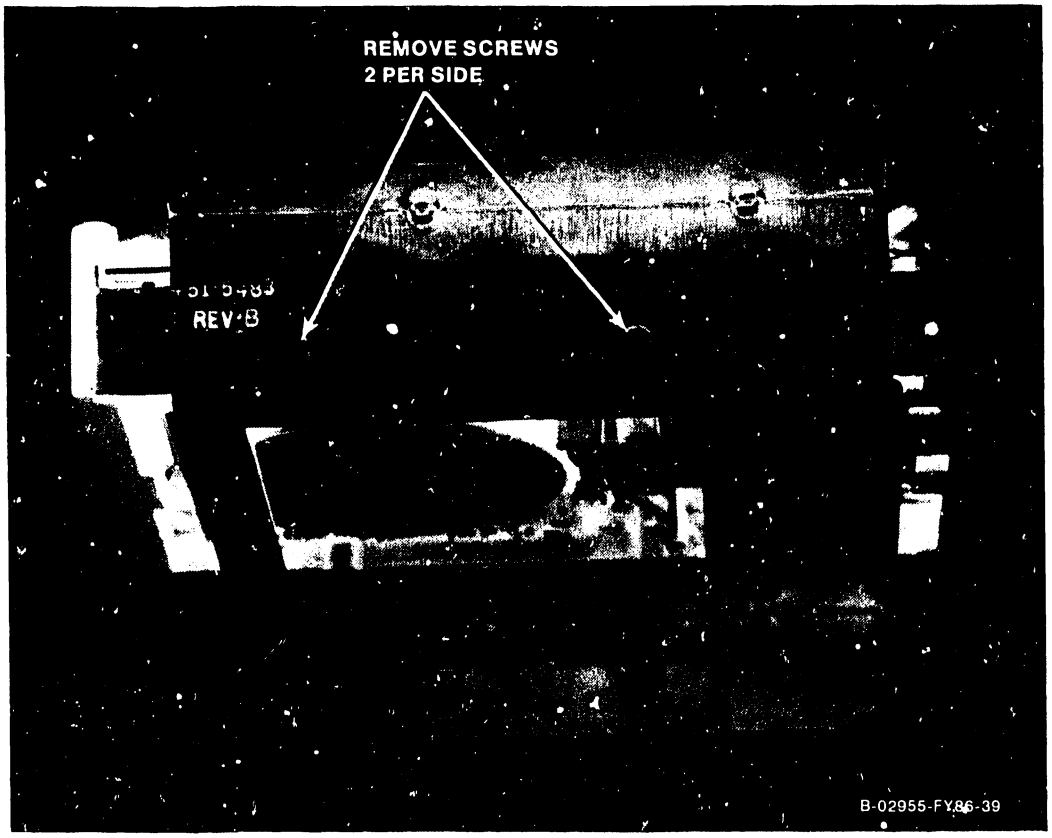

Figure 7-22. Floppy Drive Mounting Bracket Removal
1) Remove drive from the drive mounting bracket by removing four mounting screws (2 per side). Refer to figure 7-22.